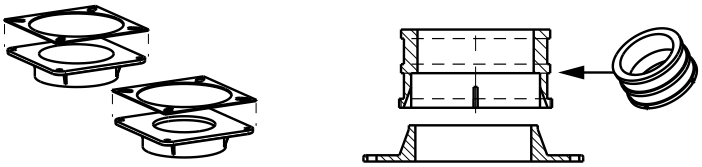

**Fig. 58 – Vent Coupling and Adapter with Gaskets**
1. Apply the gaskets to the vent pipe and combustion air pipe adapters. If supplied, remove and discard round center "slug" from interior of gasket (Fig. 58).